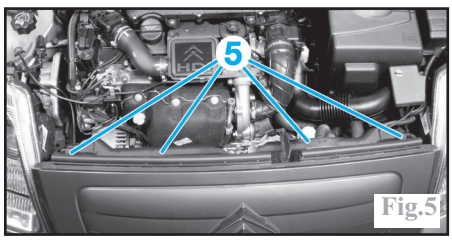

Fig.5
Déposer les **4 vis** de fixation (5) (Fig.5).